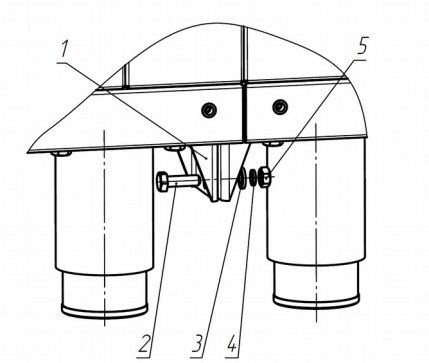

Рис. 2
2.2.5 Для скрепления изделий между собой необходимо установить кронштейны поз.1 (см. рис.2).